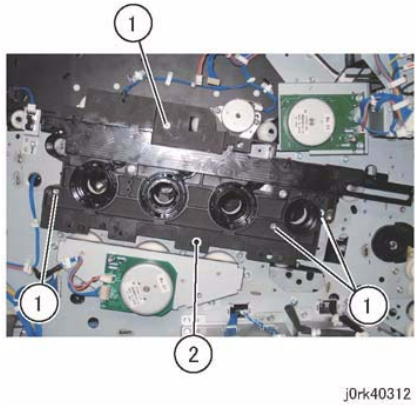

Figure 2 Link Guide Assembly
4. Remove the Link Guide Assembly. (Figure 2)